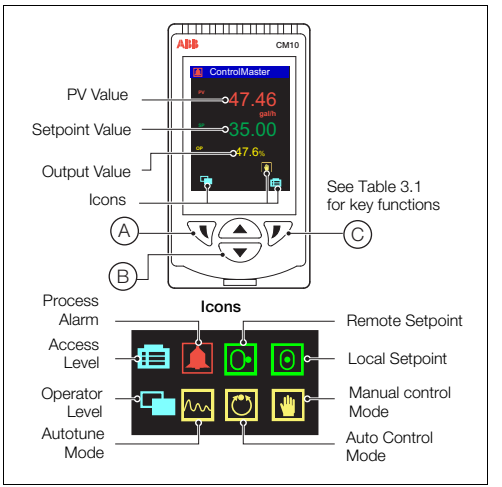

*Fig. 3.1 ControlMaster CM10 Display and Icons*
*When in Advanced Level (configuration) mode, press and hold the ↰ key to return to the standard Operator page – see Fig. 3.1, page 6